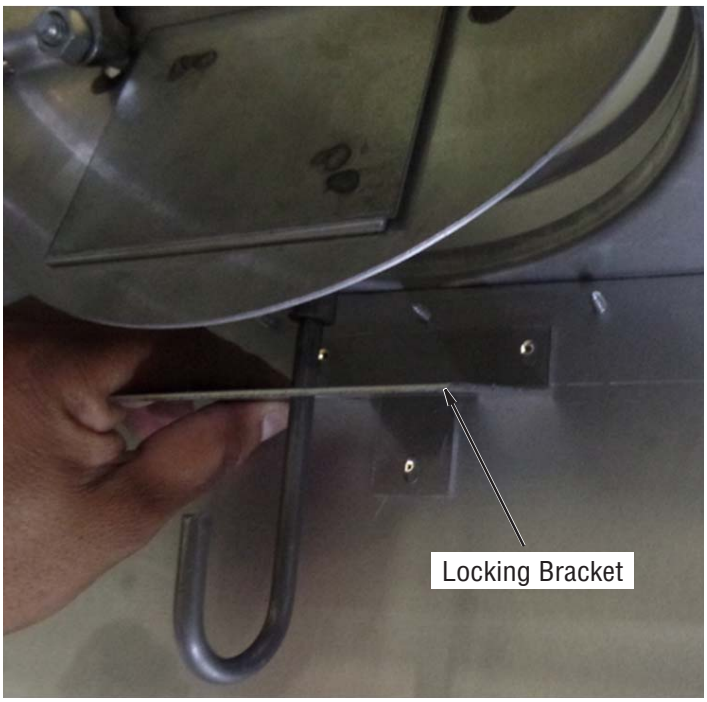

Figure 7 - Attaching Locking Bracket
2. Attach the locking bracket as shown. Pull the rod and lock in key hole. If it does not lock, the bracket must be pushed up until the locking sleeve clears the key hole (see Figure 7).